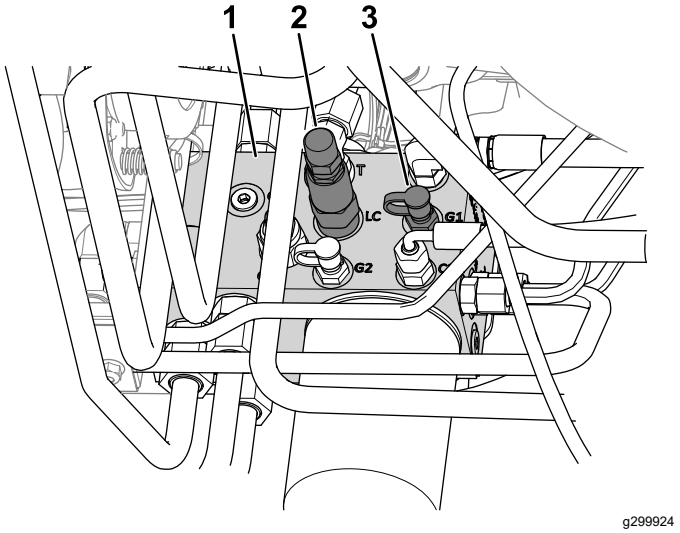

Figur 21
4. Anslut en tryckmätare till kontrollporten (märkt G1. Se Figur 21).
2. Viktöverföringsspole (LC)
5. Ta bort locket från kontrollporten på lyftförgreningslådans ena sida (märkt G1. Se Figur 21).
6. Lossa muttern i änden av viktöverföringsspolen (märkt LC. Se Figur 21).